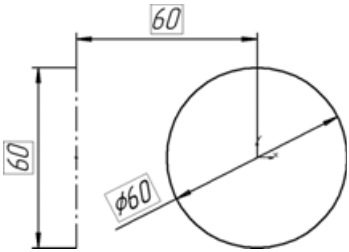

Рис. 6.172
- Создайте новый эскиз на профильной плоскости и установите ориентацию **Нормально к**. Постройте стилем линии **Основная** окружность диаметром 60 с центром в точке начала координат, сечение тора (рис. 6.172).